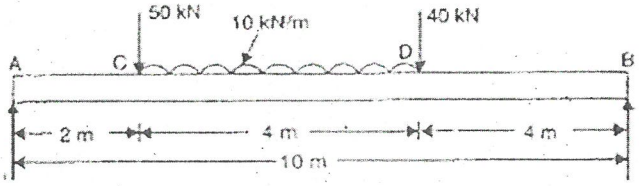

Fig. 4a
4. a. Construct the shear force and bending moment diagram for the beam shown in figure 4a and highlight the salient points **08**